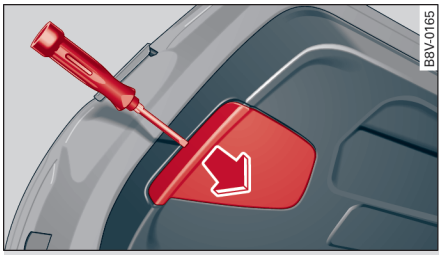

图 277 开着的行李箱盖的内饰：去除盖子
- 将螺丝刀伸入盖板的开槽中 ⇨ *图 277* 并撬出盖板。